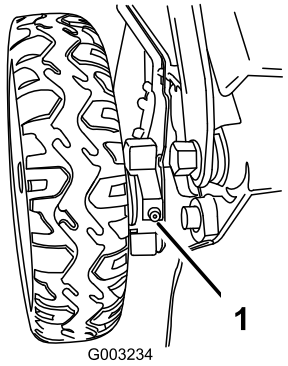

Figure 50
1. Wipe the grease fittings just inside the rear wheels with a clean rag (Figure 50).